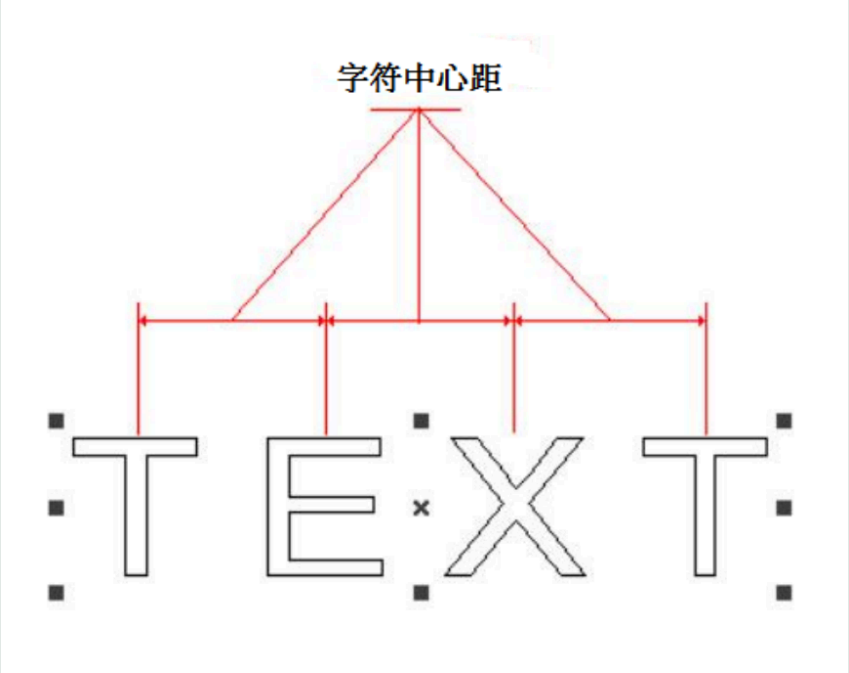

Figura 11-24 Distancia entre centros
- **Distancia entre centros:** el espaciado entre caracteres se calcula como la distancia entre el centro del carácter izquierdo y el centro del carácter derecho, como se muestra en la Figura 11-24: